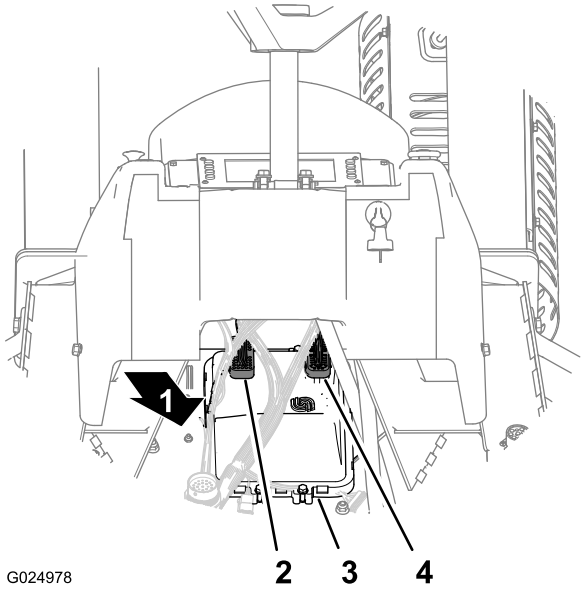

Figure 118
2. Débranchez le connecteur à 50 douilles (CPU 1) au dos du module ordinateur (Figure 118).
3. Débranchez le connecteur à 38 douilles (CPU 2) au dos du module ordinateur (Figure 118).
1. Branchez le connecteur à 38 douilles (CPU 2) au dos du module ordinateur (Figure 118).
2. Branchez le connecteur à 50 douilles (CPU 1) au dos du module ordinateur (Figure 118).